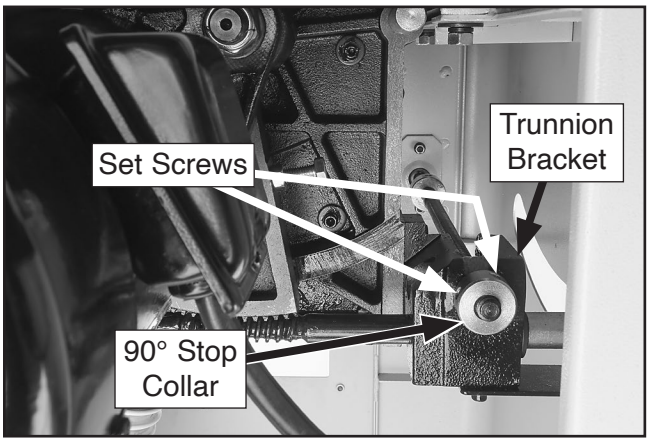

Figure 112. 90° stop collar and set screws.
5. Open motor door, loosen set screws shown in **Figure 112**, then thread 90° stop collar one turn away from trunnion bracket. This will allow you to square blade in next step.